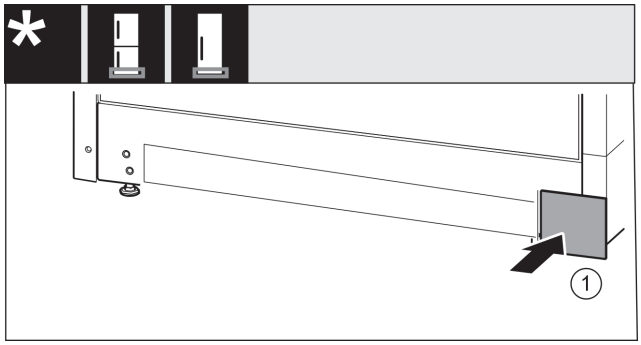

Fig. 20
▶ Uzlieciet atpakaļ pārsegu *Fig. 20 (1)* otrajā pusē.